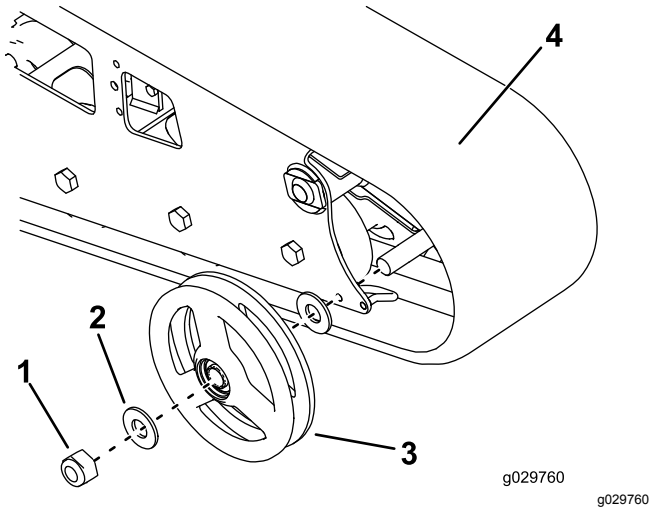

**Rysunek 62**
7. Odkręć nakrętkę mocującą zewnętrzne koło przednie, a następnie zdejmij koło (Rysunek 62).
8. Zdejmij gąsienicę (Rysunek 62).
9. Zdejmij dwie duże podkładki z kół zewnętrznych, jedną po każdej stronie każdego z kół (Rysunek 62).
12. Załóż nową gąsienicę (Rysunek 62).
13. Załóż zewnętrzne koło przednie i zabezpiecz je wcześniej odkręconą nakrętką (Rysunek 62).